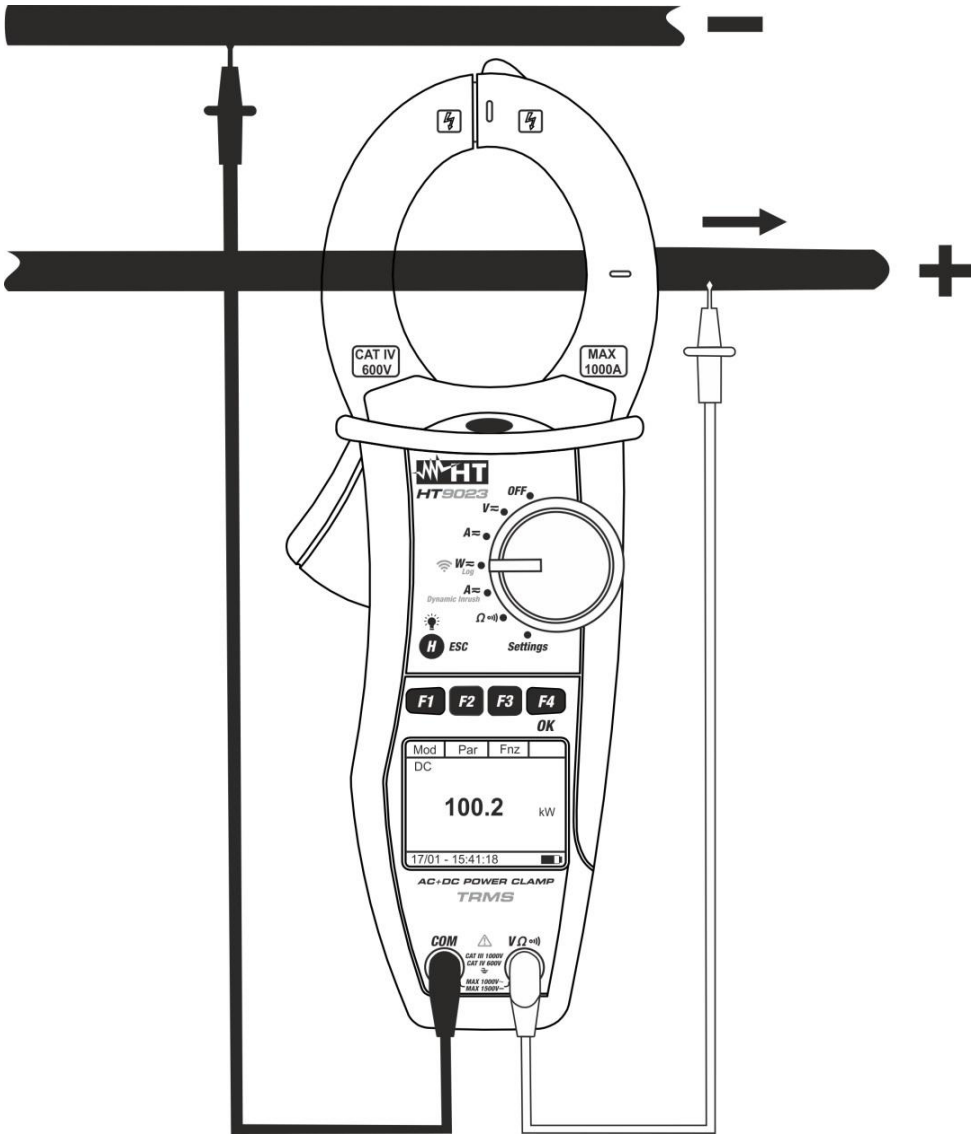

Fig. 12: Medição de potências/energias CC
5. Inserir o cabo vermelho no terminal de entrada **VΩ•))** e o cabo preto no terminal de entrada **COM**. Colocar a ponteira vermelha no pólo "+" e a ponteira preta no pólo "-" e inserir o cabo "+" no interior do toróide respeitando a direção da corrente indicada pela seta (ver Fig. 12). Inserir o cabo no interior do toróide no centro do mesmo para obter medições precisas. Utilizar as marcas existentes como referência (ver Fig. 2)